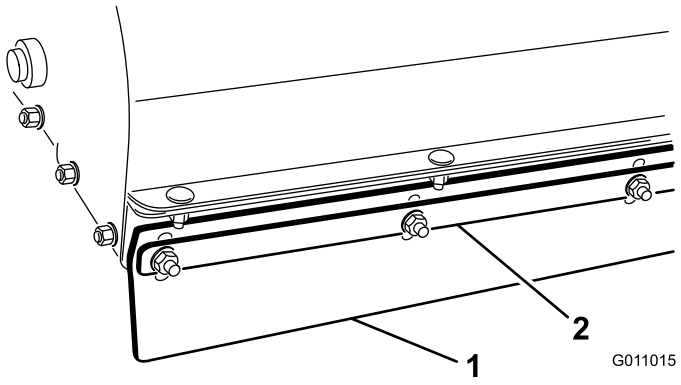

Figuur 20
1. Draai de moeren los waarmee de metalen band en de voorflap zijn bevestigd aan de behuizing van de borstel (Figuur 20).